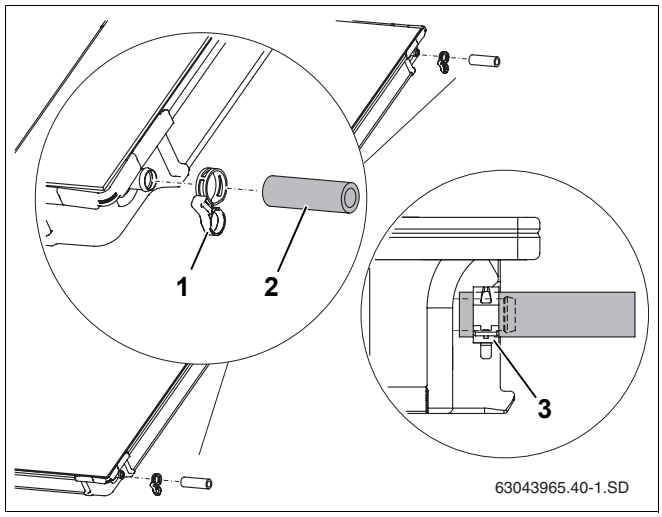

Rys. 42 Wstępny montaż zestawu łączącego na drugim kolektorze
- Wsunąć węże instalacji solarnej długości 95 mm (rys. 42, **poz. 2**) na prawe przyłącza drugiego i każdego następnego kolektora.
- Zaciskowe opaski sprężyste (rys. 42, **poz. 1**) wsunąć na wąż instalacji solarnej (druga opaska będzie zabezpieczać przyłącze kolejnego kolektora).
- Jeżeli zaciskowa opaska sprężysta znajduje się we właściwym miejscu, można zaciągnąć pierścień zabezpieczający połączenie (rys. 42, **poz. 3**).